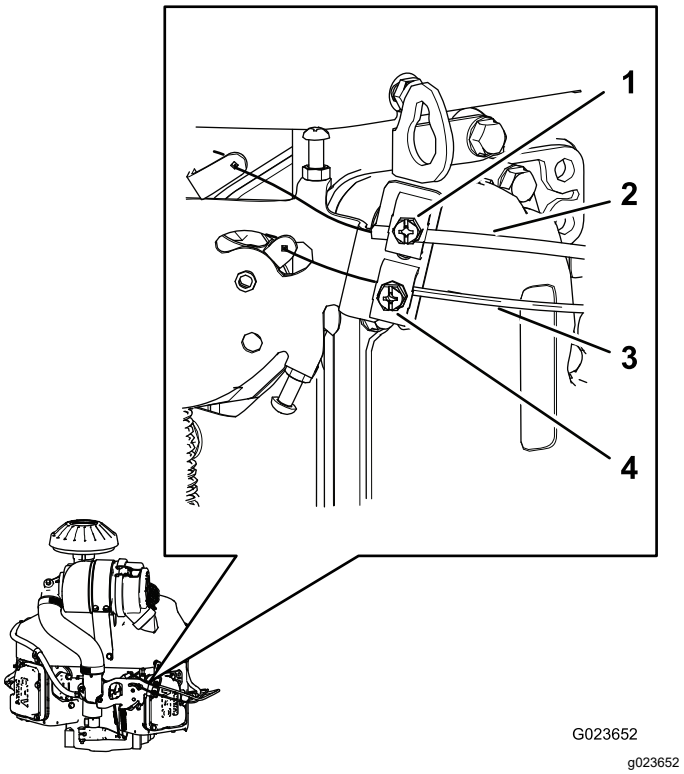

Rysunek 65
2. Poluzuj śrubę zaciskową mocującą linkę przepustnicy do silnika (Rysunek 65).
4. Pociągnij osłonę linki przepustnicy (Rysunek 65), aby linka przepustnicy nie była poluzowana i dokręć śrubę zaciskową.
2. Poluzuj śrubę zaciskową mocującą linkę ssania do silnika (Rysunek 65).
5. Pociągnij osłonę linki ssania (Rysunek 65) do położenia prawie bez luzu i dokręć śrubę zaciskową.